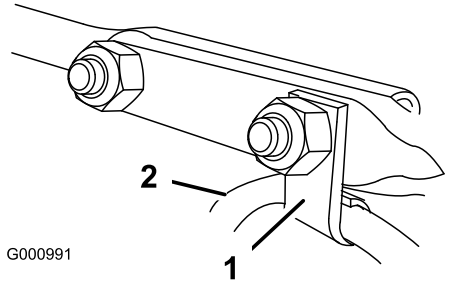

Figur 11
6. Montera kabelklämman som stödjer strålriktarkabeln på den främre vagnskruven, och fäst vagnskruvarna med låsmuttrar från påsen med lösa delar (Figur 11).